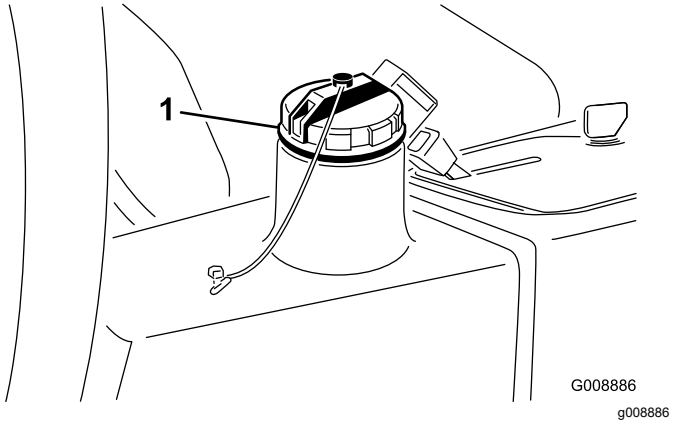

**Figuur 32**
- Mobil EAL Envirosyn H 46 (VS)
2. Reinig de omgeving van de vulbuis en de dop van de hydraulische tank (Figuur 32).